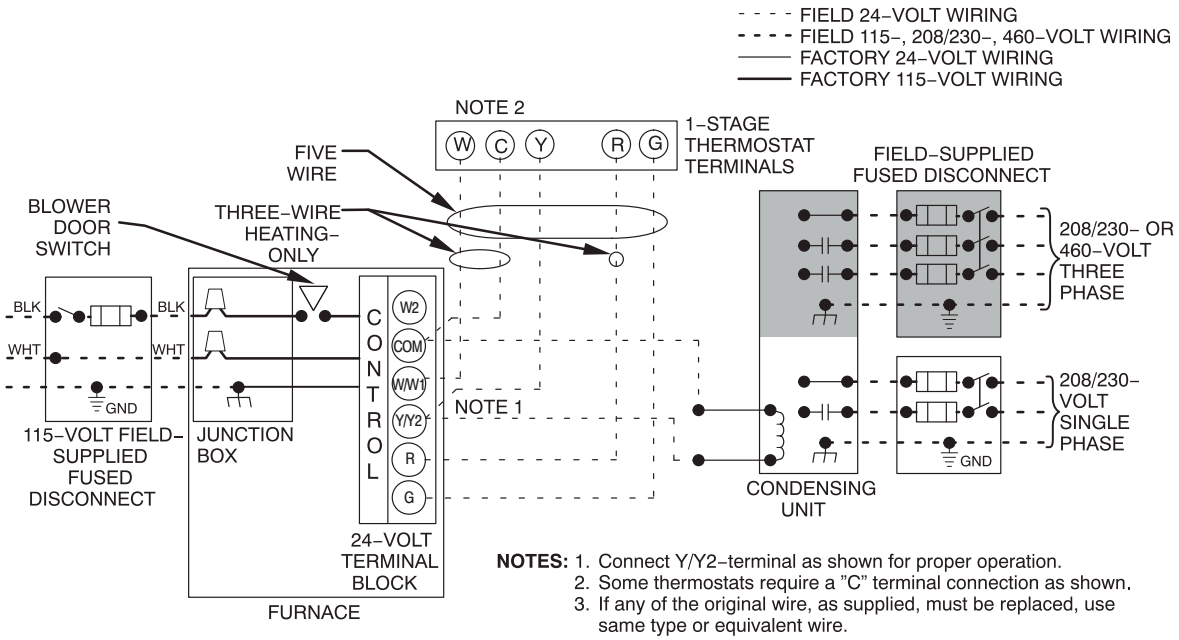
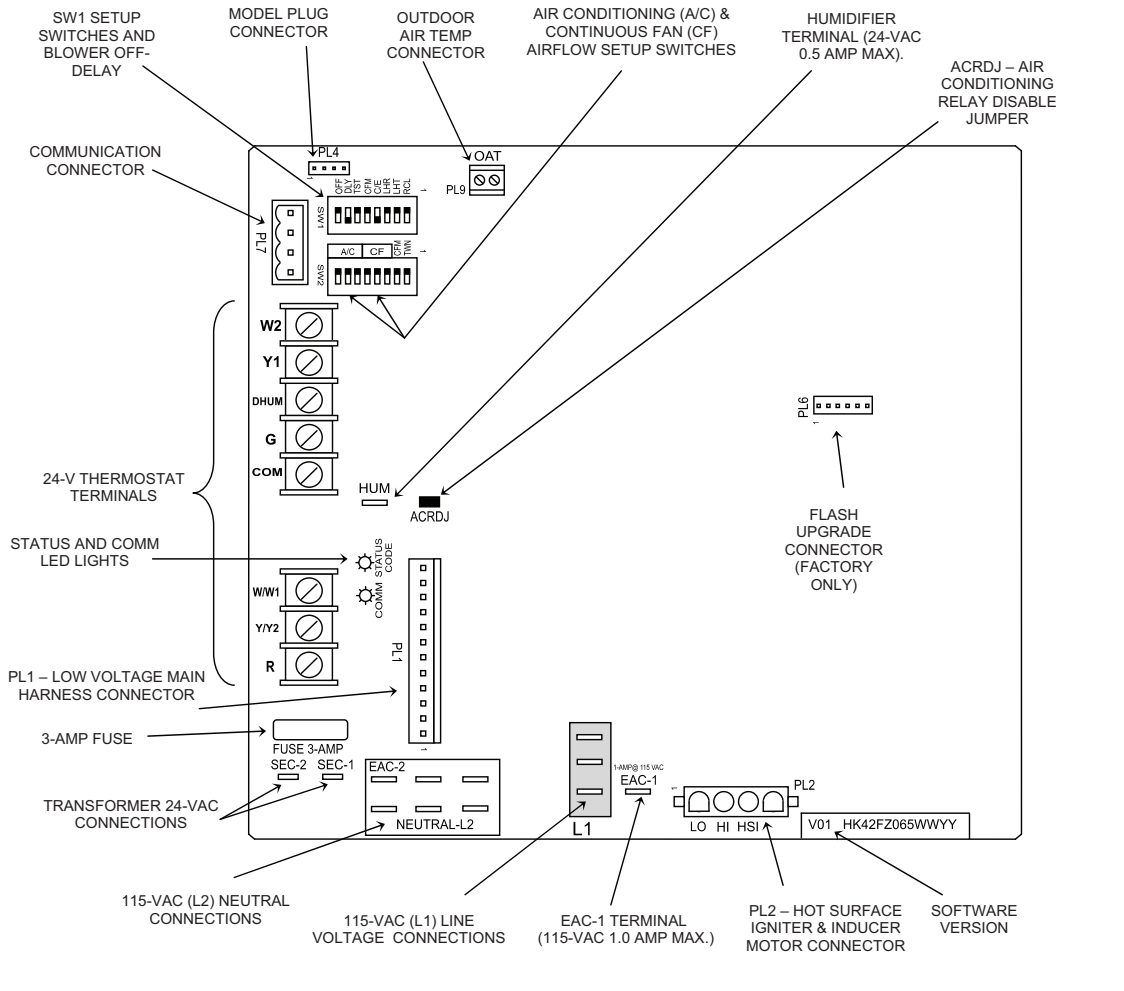

Fig. 35 - Typical Two-Stage Field Wiring Diagram
Fig. 36 - Example of Variable Speed Furnace Control
7. Connect field power and neutral leads to furnace power leads as shown in **Fig. 35**.
Make field 24-v connections at the 24-v terminal strip. See **Fig. 36.** Connect terminal Y/Y2 as shown in Fig. 35 for proper cooling